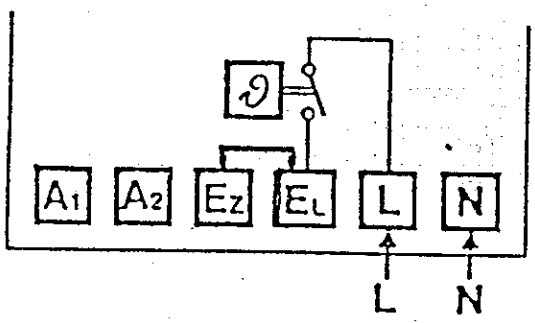

Fig.7
- *le pontet EZ-EL doit être placé avec le thermostat incorporé TIAD30 et thermostat murale TMAD16 (voir fig. 7 et 8 ).*